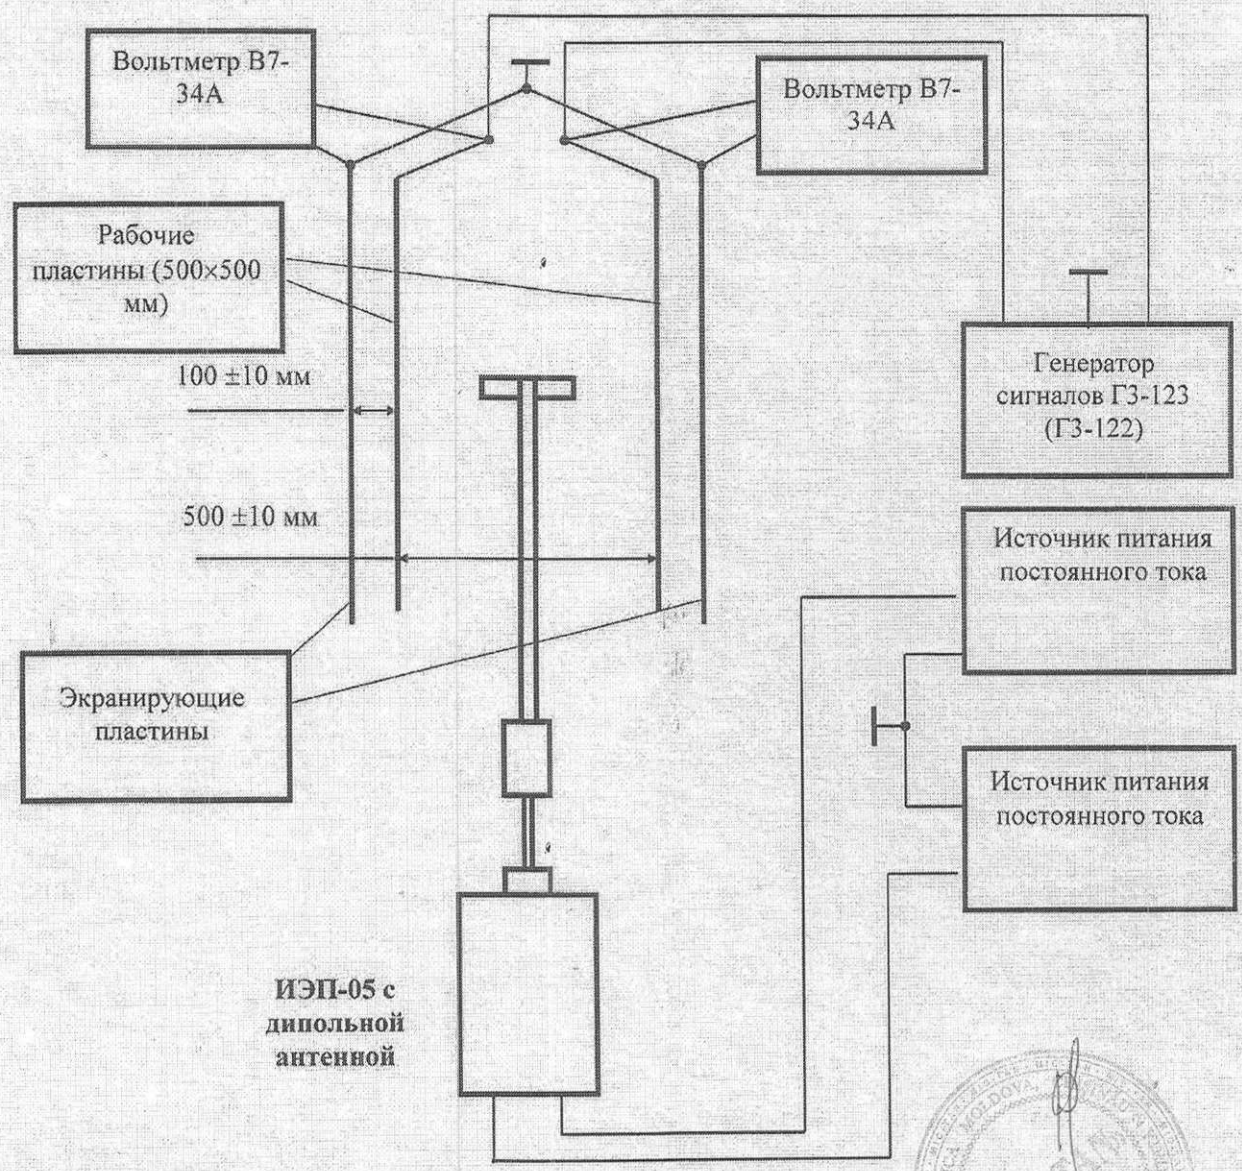

Рис.11.1 Схема установки для поверки ИЭП-05 с дипольной антенной.
11.4.3.1 Для определения основной погрешности используется образцовая установка электрического поля на основе системы плоскопараллельных пластин УЭП-01 (далее Установка) с погрешностью воспроизведения напряженности переменного электрического поля 5 % (рис. 11.1).